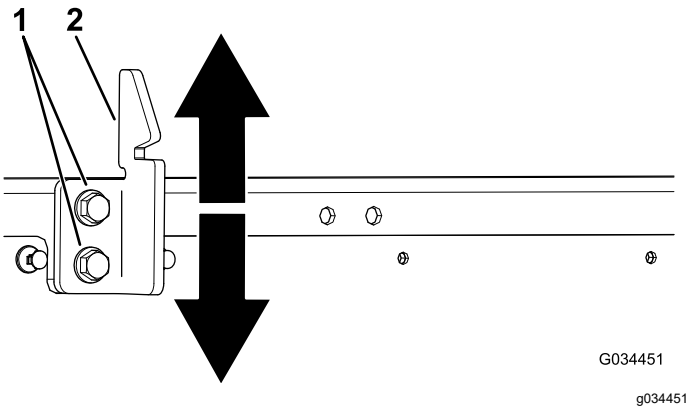

Figur 68
3. Lossa de två skruvarna på låsspärren och flytta den upp eller ned efter behov (Figur 68).
4. Dra åt de två skruvarna på låsspärren (Figur 68).